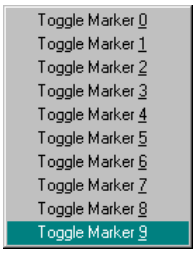

Figure 4-4. Marker Sub-menu
2. Click on the *Go To Marker 0-9* option to open the Marker sub-menu (Figure 4-4), and choose the marker number to move to.